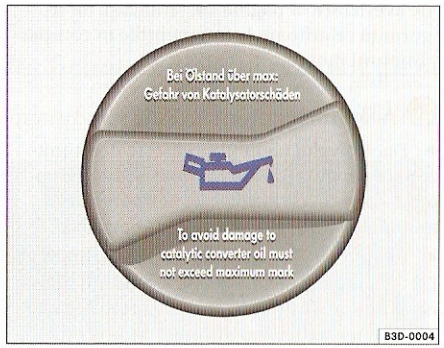

Fig. 13 Imagine de referință: Capacul gurii de umplere cu ulei în compartimentul motor.
– Deșurubați capacul gurii de umplere ⇒ fig. 13.